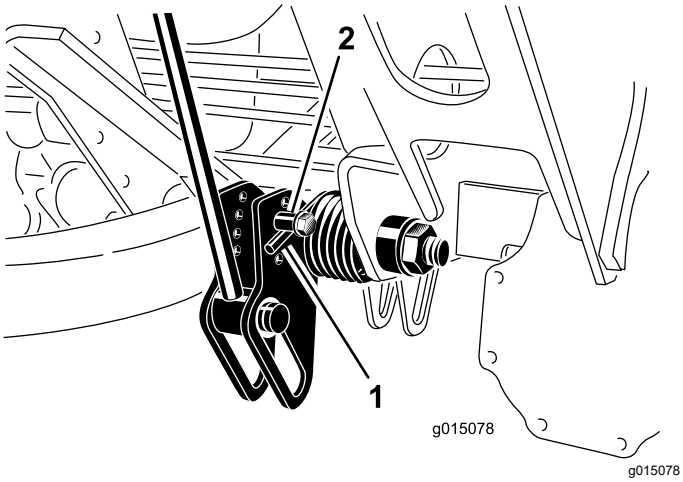

Figuur 71
2. Steek een buis of gelijksoortig voorwerp op het uiteinde van de lange veer om de spanning op de veer tijdens de afstelling weg te nemen (Figuur 71).
3. Als de veer is ontspannen, verwijdert u de bout en de borgmoer waarmee de actuator van de veer is bevestigd aan de beugel (Figuur 71).